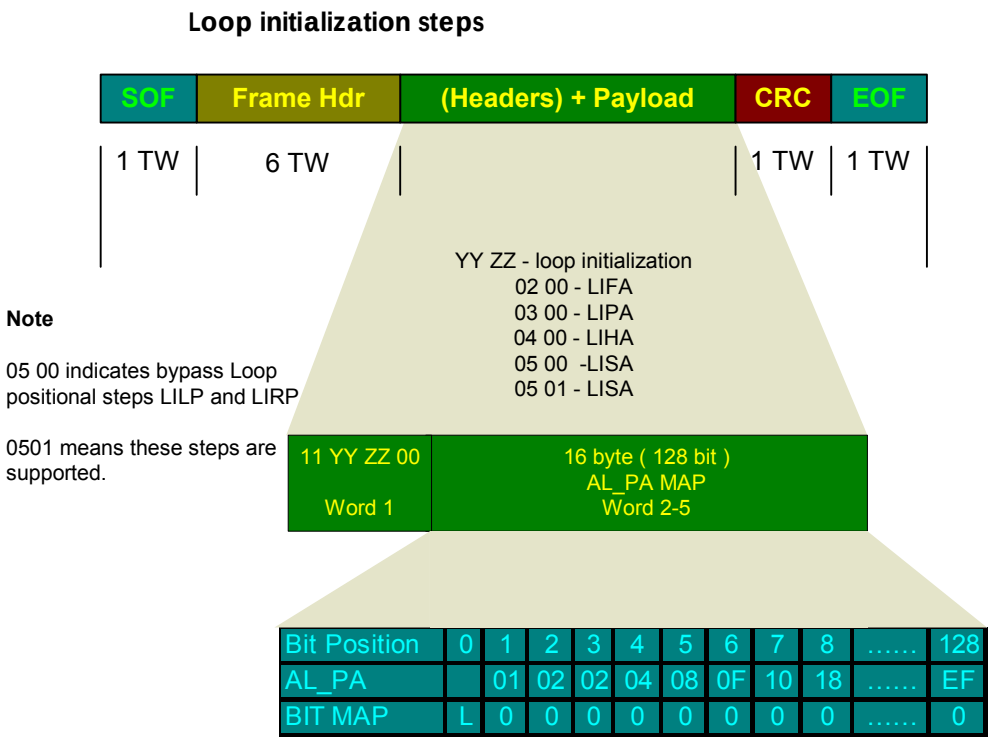

Figure 530 **LIFA / LIPA / LIHA / LISA frames**
Step 1. The first step in the AL_PA assignment is the **LIFA** (Loop Initialization Fabric Address) which basically allows public ports that had previously been logged in with the fabric (FL_Ports) to reclaim the AL_PA they had been using prior to loop initialization. The temporary loop master first initializes the AL_PA bitmap to all ‘0’s and builds the LIFA frame with this bitmap in payload words two through five and the loop initialization identifier in word 1, as is shown in Figure 530.